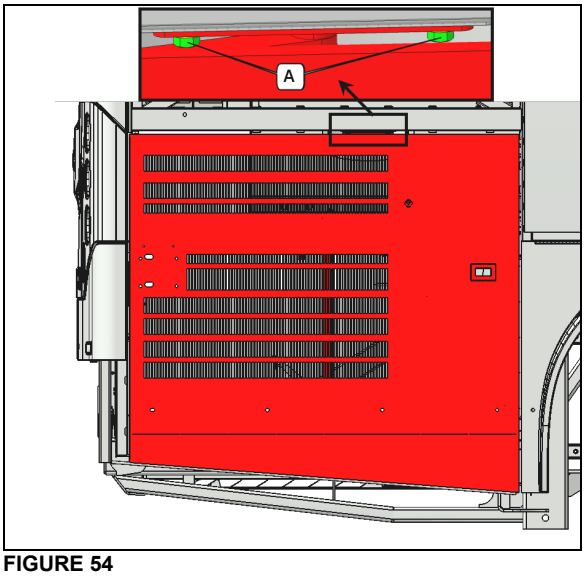

**FIGURE 54**
3. Compare the lower edge of the door level with the lower edge of the rear fender. The door should be flush with the fender (FIGURE 54).